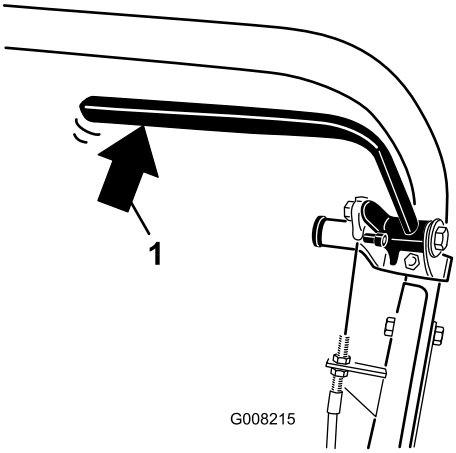

Rysunek 31
2. Używając wagi sprężynowej, naciśnij wstecz dźwignię hamulca roboczego (Rysunek 31). Zwolnienie hamulca postojowego powinno nastąpić wówczas, gdy osiągnięta zostanie siła pomiędzy 13,5 a 18 kg. Jeżeli zwolnienie hamulca postojowego następuje przed osiągnięciem siły pomiędzy 13,5 a 18 kg, konieczna jest regulacja linki hamulca. Przejdź do kroku 3.